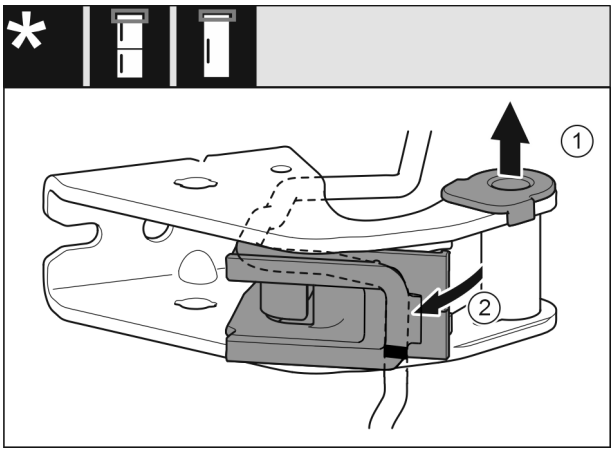

Fig. 14
▶ Τραβήξτε το κουζινέτο από τον οδηγό. *Fig. 14 (1)*
▶ Ανοίξτε το στήριγμα καλωδίων. *Fig. 14 (2)*